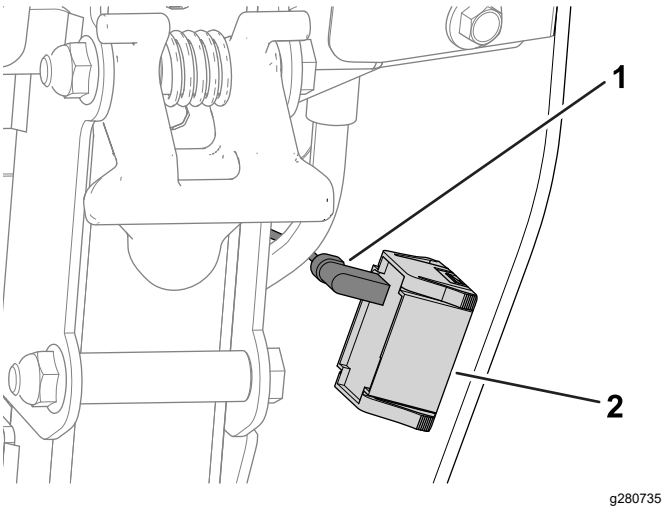

Rysunek 40
A. Odłącz złącze wiązki przewodów od licznika godzin (Rysunek 40).